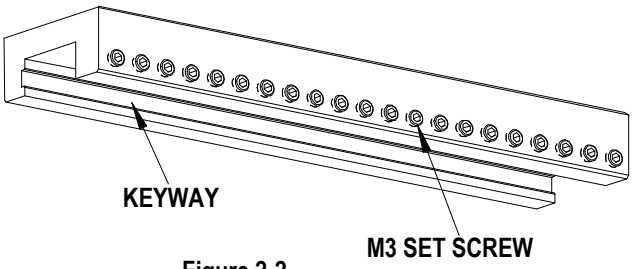

**Figure 2-2**
1. Along the lower edge of the tooling holder is a row of M3 set screws, back these out so that they do not protrude into the inside of the holder. See Figure 2-2.